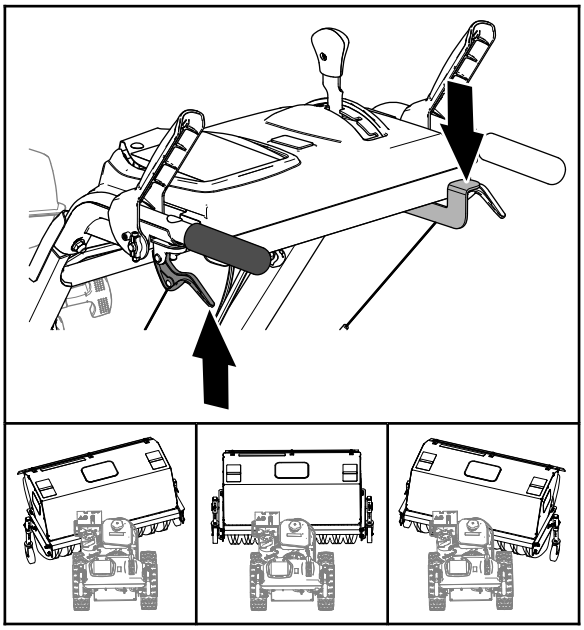

**Figure 20**
3. Abaissez le levier avec le pouce droit (Figure 20).
4. Serrez le levier de débrayage de la roue gauche contre la poignée (Figure 20) et poussez le carter de la brosse à l'angle voulu.